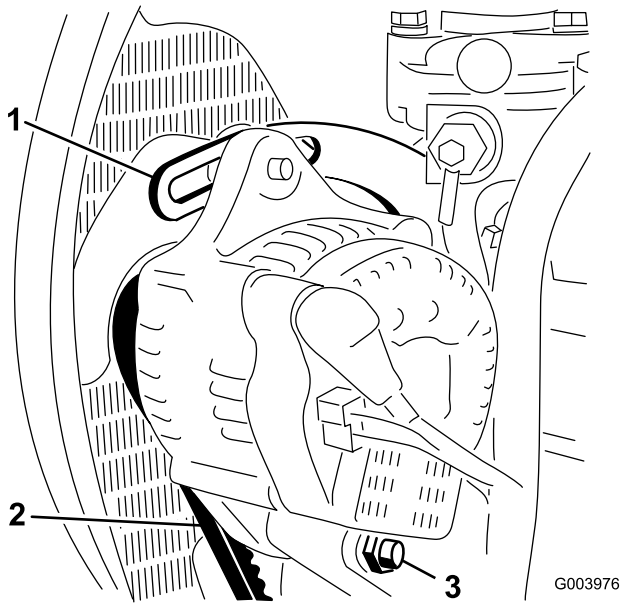

Figur 60
2. Kontroller generatorremmens tilspænding ved at trykke på den (Figur 60) midt mellem generatoren og krumtapakslen med en belastning på 10 kg.
3. Løsn den bolt, der fastgør afstiveren til motoren (Figur 60), den bolt, der fastgør generatoren til afstiveren, og drejebolten.